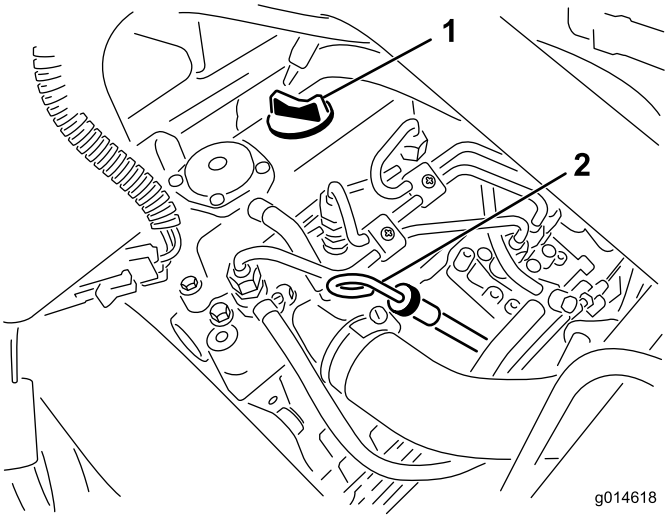

**Figur 25**
2. Fjern målepinden, og aftør den med en ren klud (Figur 25). Sæt målepinden ned i målepindsrøret, og sørg for, at den sidder helt i bund. Tag målepinden ud af røret igen, og kontroller oliestanden. Hvis oliestanden er lav, skal du fjerne påfyldningsdækslet fra ventildækslet og **langsomt** påfylde så meget olie, at oliestanden stiger til Full-mærket på målepinden. Hæld langsomt olie på, og kontroller niveauet ofte under denne proces. **Fyld ikke for meget på.**